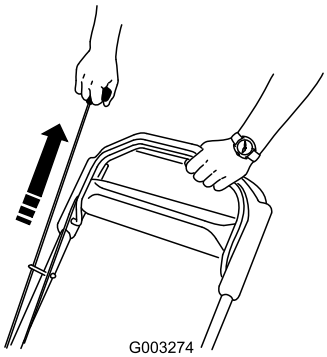

Figuur 13
4. Trek het startkoord uit (Figuur 13).